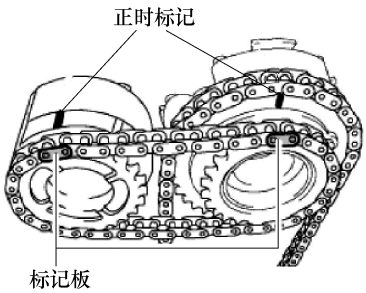

图 1-13　1 号和 2 号链条黄色标记对准凸轮轴正时齿轮
③ 如图 1-13 所示，将 2 号链条的黄色标记板与凸轮轴正时齿轮总成和排气凸轮轴正时齿轮总成的正时标记对准，并将 2 号链条接合到齿轮上。